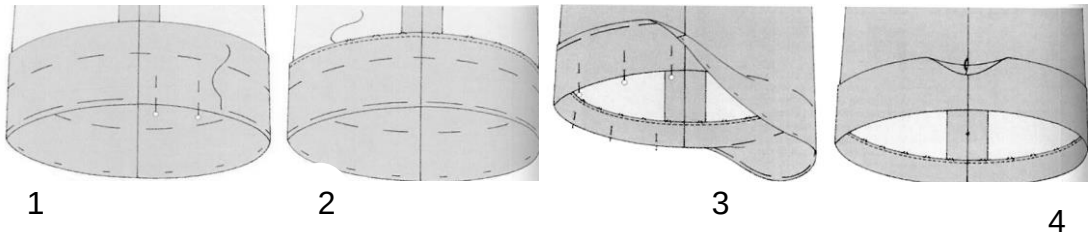

FIGUUR 11 (8)
3.4 Some is altyd die laaste stap in die konstruksieproses van 'n uitrusting. Bestudeer die sketse in FIGUUR 11 hier onder en verduidelik hoe die omslagsoom op broekspype gemaak word nadat al die nate platgestryk.